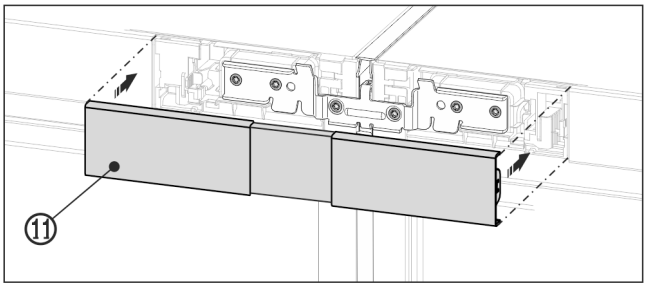

Fig. 24 Example illustration
▶ Snap the top cover *Fig. 24 (11)* onto the still open gap between the two control panel trims. Make sure that the outer sides of the cover form a flush finish with the control panel trims.